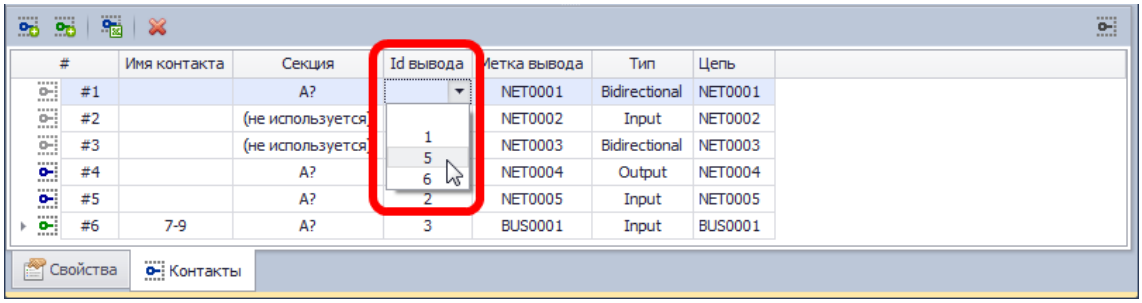

Рис. 586. Сопоставление вывода блока и порта на закладке «Контакты»
1. С помощью закладки «Контакты», расположенной в информационной области. Вывод должен быть отмечен как используемый в колонке «Секция». Сопоставление вывода с портом осуществляется с помощью колонки «Id Вывода», см. Рис. 586.